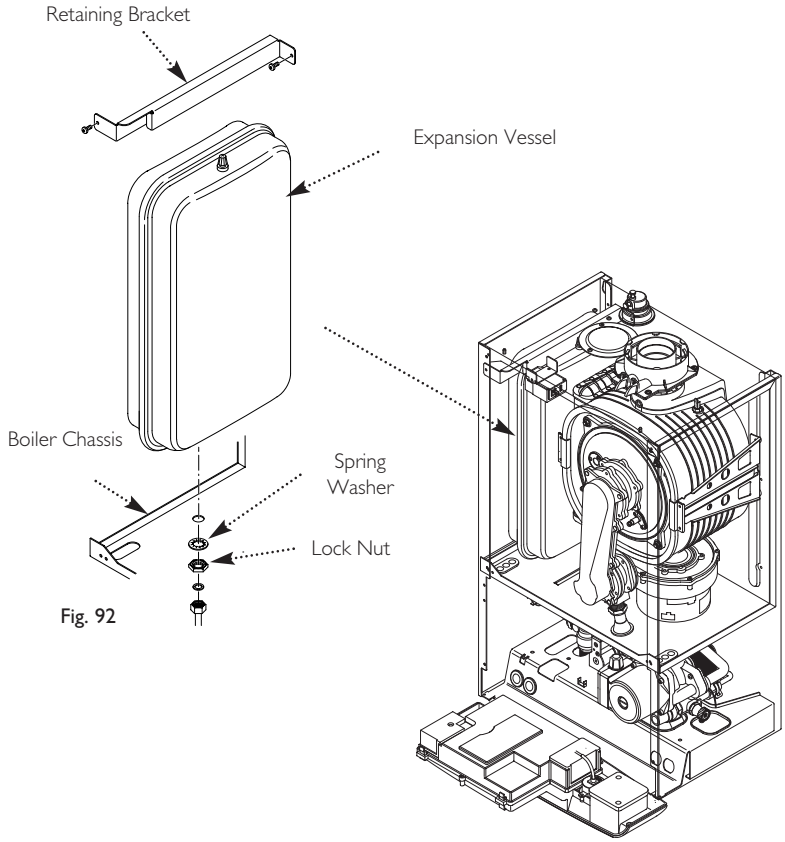

Fig. 92
14.24 Expansion Vessel (Fig. 92)